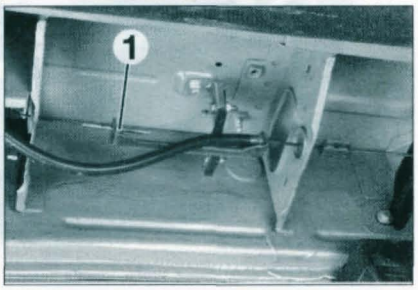

FIGURE 7-13
• Détendre les câbles en dévissant l'écrou (1) **(figure 7-13)**.
• Serrer légèrement l'écrou (1) jusqu'au début de tension des câbles.